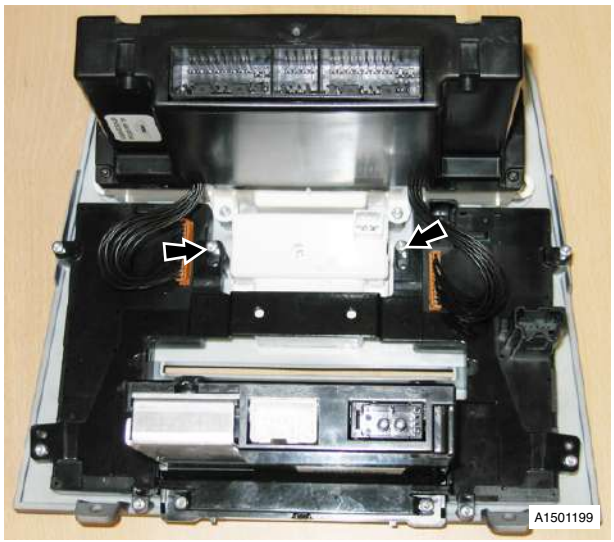

Fig. 4
12. Remove screws (x2) securing clock unit, remove clock unit (see Fig. 4).